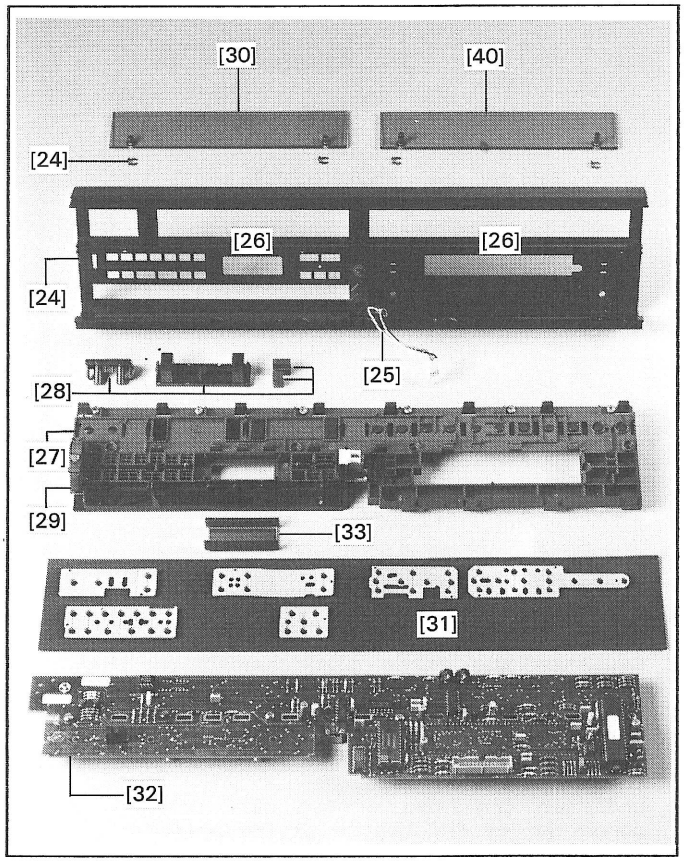

Fig.2.8
**The LC display (33) can drop out when you remove the MICROPROCESSOR BOARD! The glass piece rests on two conductive rubber strips (34) which in turn rest loosely on the MICROPROCESSOR BOARD (Figs. 2.8, and 2.9).**